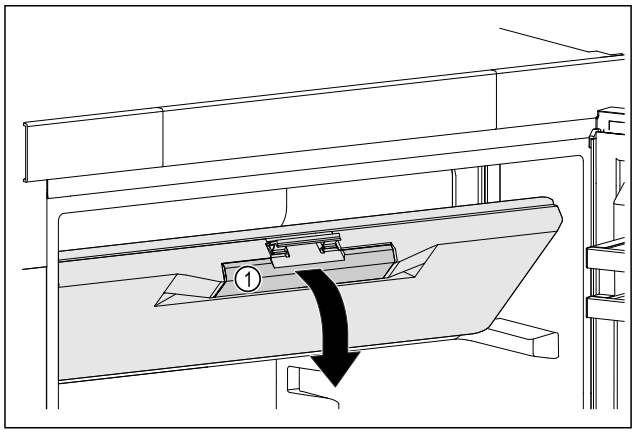

Fig. 90
▶ Hold the freezer compartment door by the recessed handle *Fig. 90 (1)*.